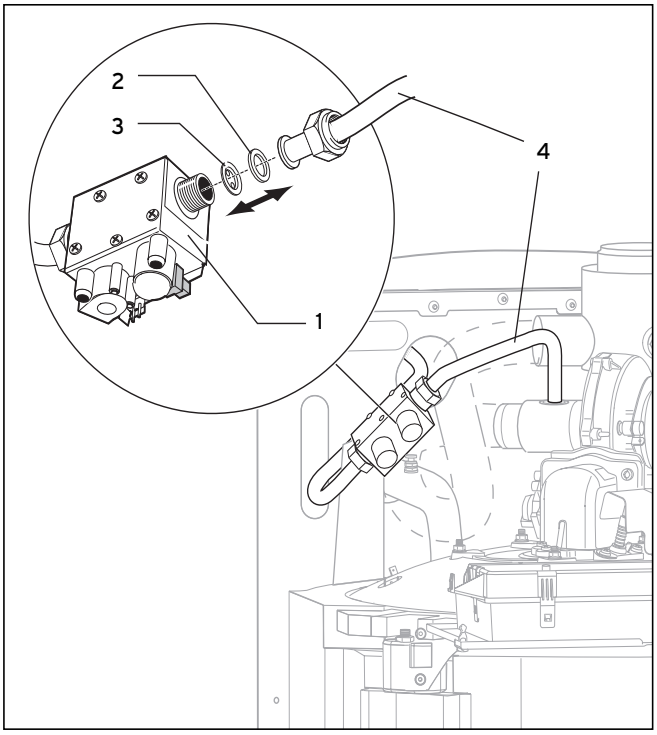

Fig. 8.5 Remplacement du mécanisme gaz
- **Retirez l'obturateur gaz (fig. 8.5 (3), sauf pour VKK 656)**